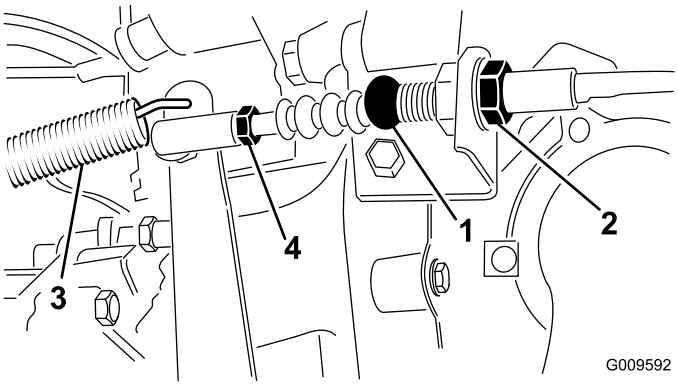

Figur 69
1. Lossa kontramuttrarna som håller kopplingsvajern vid fästet på balanshjulkåpan (Figur 69).